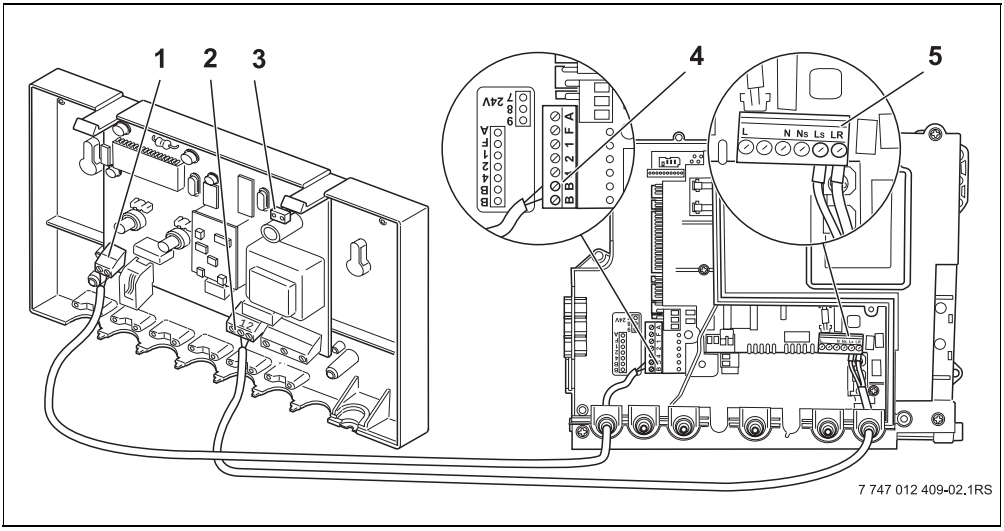

Fig. 4 Collegamento elettrico alla scheda Heatronic 3
- Collegare elettricamente l'accessorio Netcom50 alla scheda Heatronic 3 (→ fig. 4, pag. 44)
- Inserire i dischi isolante (1) e posizionarli nelle rispettive sedi.
- Bloccare i cablaggi mediante i rispettivi fermacavi (2).